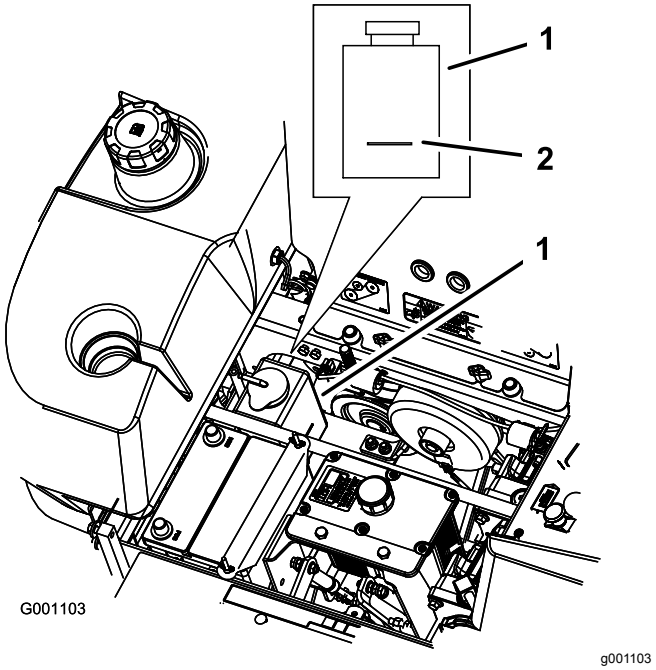

Bild 66
3. Überprüfen Sie bei abgekühltem Motor den Stand des Überlaufgefäßes. Der Flüssigkeitsstand muss mindestens das Niveau der an der Außenseite der Überlaufgefäßes angebrachten Markierung haben (Bild 66).
4. Ist der Kühlmittelstand zu niedrig, so wird ein 50/50 Gemisch aus Frostschutzmittel/Dex-Cool® und Wasser in das Überlaufgefäß gegeben (Bild 66).
5. Geben Sie das 50/50 Kühlmittelgemisch in das Überlaufgefäß bis zur am Gefäß angebrachten Markierung (Bild 66).